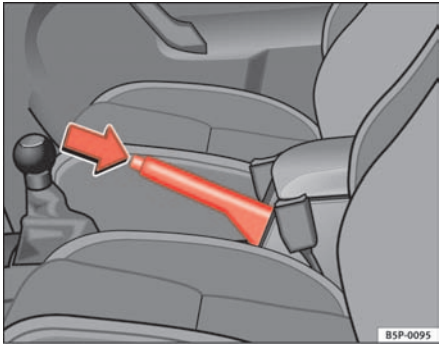

Fig. 139 Handbrake between the front seats
– Pull the handbrake lever up firmly ⇒ fig. 139.
– Pull the lever up slightly and press the locking knob in the direction of the arrow ⇒ fig. 139 and guide the handbrake lever down fully ⇒ ⚠. ▶